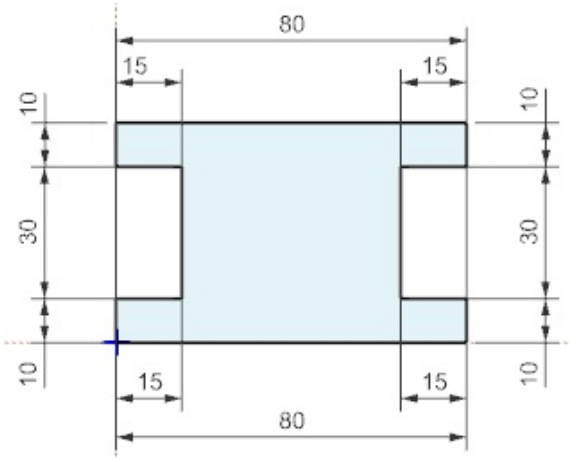

Figure 2-64 *Outer profile of the sketch*
16. Press the Esc key twice to exit the **Profile** tool. The outer profile of the sketch is shown in Figure 2-64.